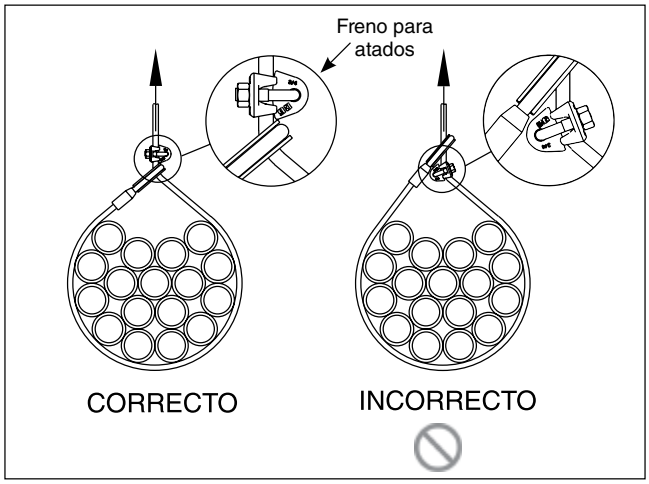

Figura 3
3. Después de la carga inicial, instale la grapa para atados. La orientación de la grapa sobre el cable vivo no es una consideración de importancia, siempre que el conjunto tenga el tamaño adecuado para evitar que pase a través de un guardacabos Crosby de tamaño adecuado y del guardacabos de tamaño inmediatamente superior. Inserte el perno en U a través de la grapa para atados. Coloque correctamente la base sobre el perno en U e instale las tuercas (ver Figura 3). Use una llave de torsión para un ajuste parejo, alternando una tuerca y la otra hasta que el freno del atado asiente al cable y a la base de la grapa y se alcance la torsión recomendada (ver Tabla 1).